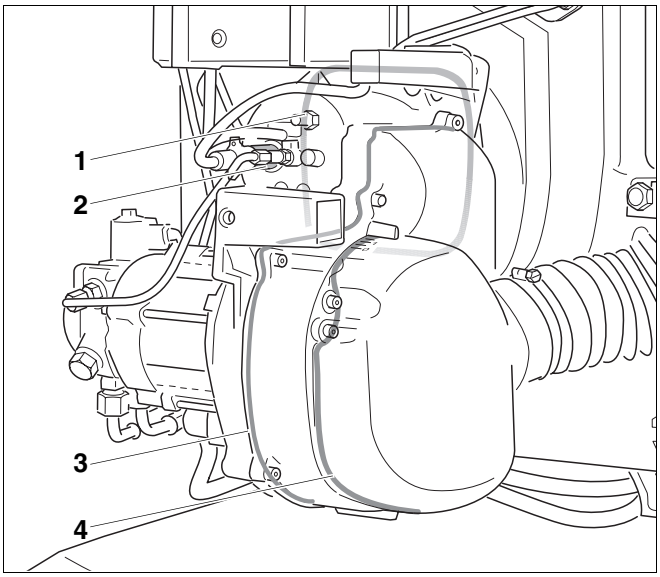

Rys. 41 Dodatkowe uszczelnienie Logatop BE RLU
– Płaska uszczelka od strony kołnierza palnika (rys. 41, **poz. 1**)
– Uszczelka od strony tłumika dźwięku (rys. 41, **poz. 4**)
– Dno obudowy z okrągłym sznurem uszczelniającym (rys. 41, **poz. 3**).
– Uchwyt do zamocowania czujnika zaniku płomienia (rys. 41, **poz. 2**).